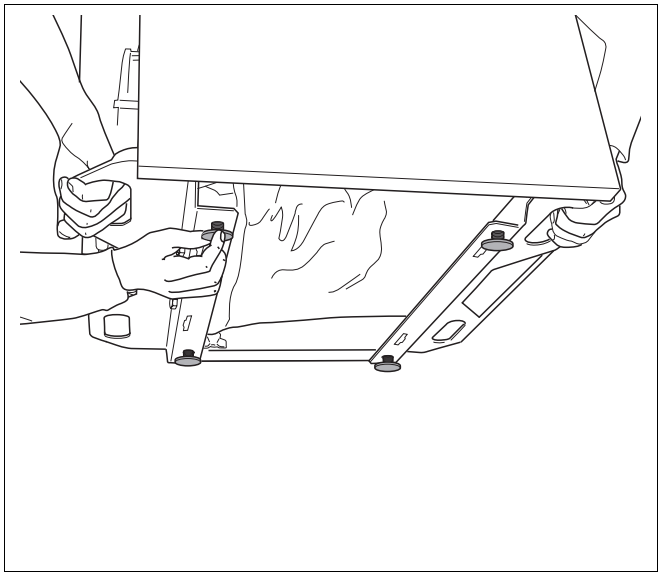

Rys. 19 Montaż śrub poziomujących bez pomocy wózka kołowego
- W otwory profili poprzecznych wkręcić śruby poziomujące na głębokość 5 – 10 mm (por. rys. 19).
- Przechylić kocioł grzewczy w bok lub w tył, aby umożliwić wkręcenie przez drugą osobę śrub poziomujących (rys. 19).